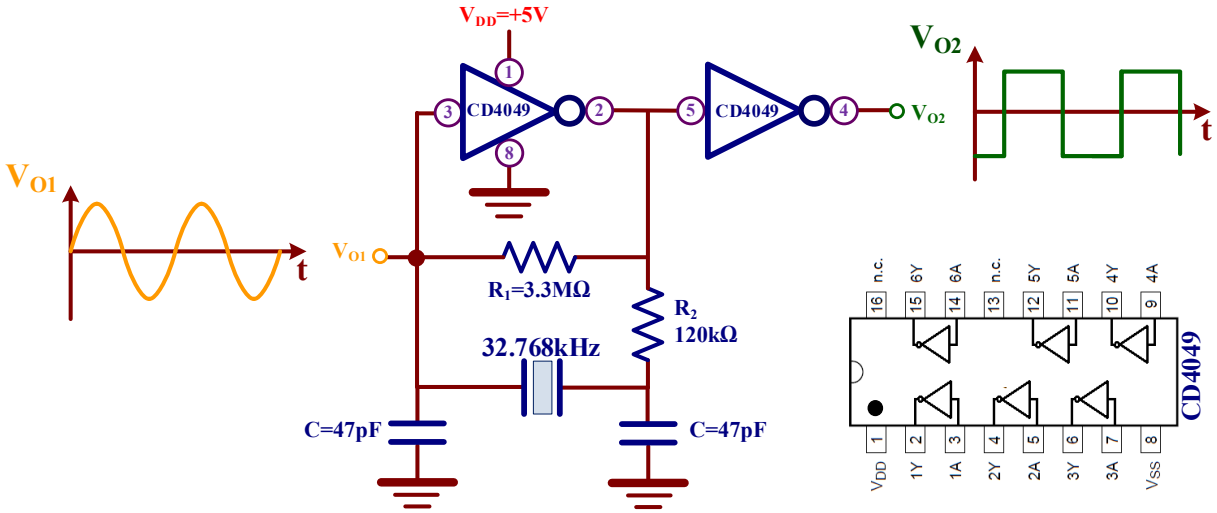

Figura VI.9. *Oscilador de cristal.*
I) Realizar el montaje de la figura VI.9 y medir la frecuencia de salida.
En el montaje de la figura VI.9 se utilizan solo dos de los 6 posibles inversores del CD4049 y una fuente DC que proporciona la tensión de alimentación V_{DD}=+5V tal como se indica en esta figura. Para ello, conectar el cable verde al terminal – de la fuente DC (conector negro) y el cable rojo a su terminal + (conector rojo); a su vez conectar esos cables al conector rojo y verde del *Breadboard*.